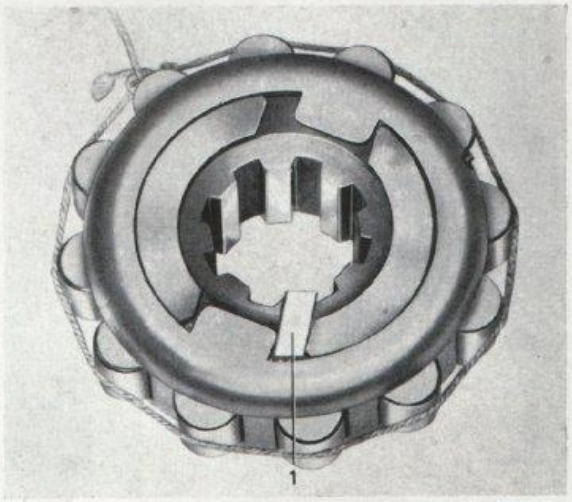
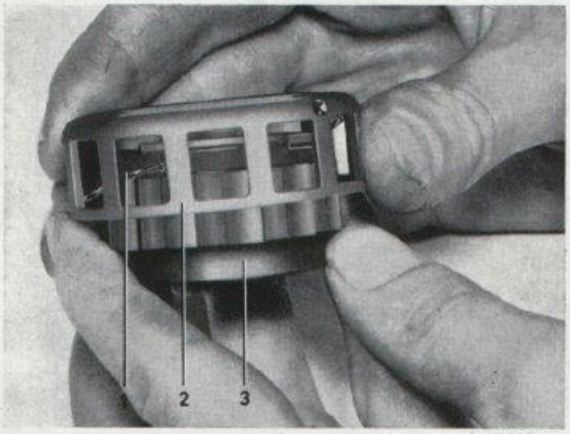

Bild 3-50. Hopsättning av frihjul, II
Bild 3-49. Hopsättning av frihjul, I
4. Montera samman frihjulets nav (34), fjäder och rullhållare, se bild 3-49. Vrid rullhållaren medurs så långt det går och lås den i detta läge med en kil enligt bild 3-50. Sätt i rullarna. Lägg ett snöre